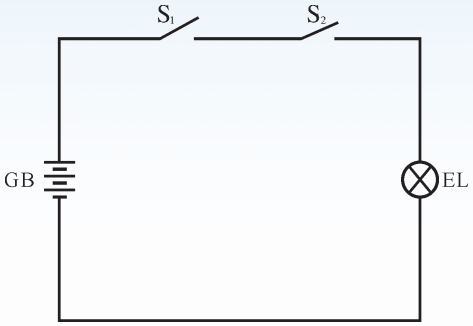

图 3.33　两个开关串联控制一个电灯
2. 图 3.33 中，开关 S_1、S_2 控制灯的亮和灭。请依照电路图的接法完成判断（填表）。